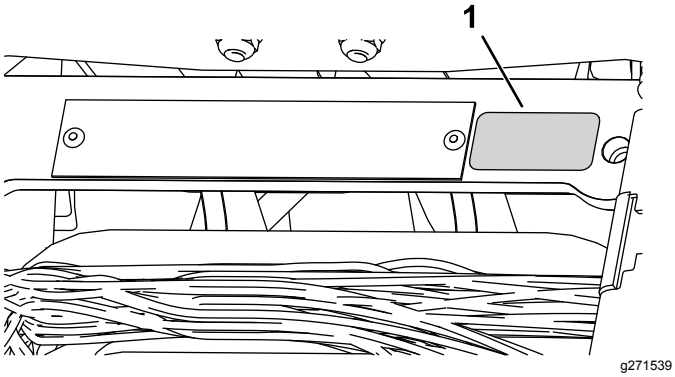

Figur 11
- Montera dekalen med uppgift om tillverkningsår nära serienummerplåten (Figur 11).